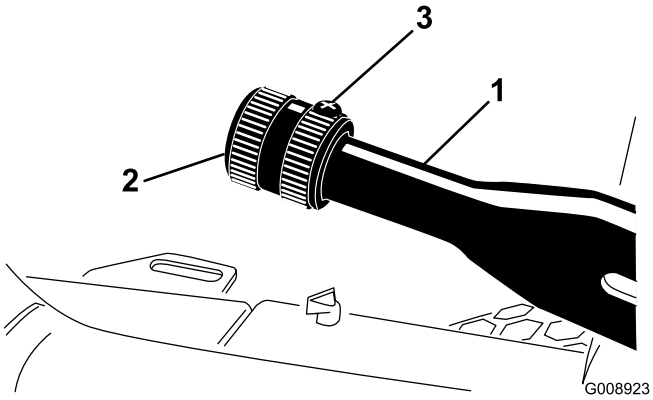

**Figur 68**
1. Løsn sætskruen, der holder skruen fast til parkeringsbremsehåndtaget (Figur 68).